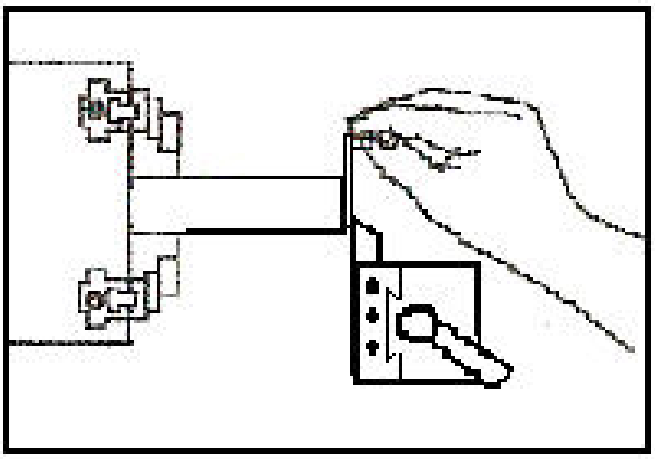

Рисунок 2.
12. Поместите между инструментом и деталью лист бумаги. Аккуратно подведите инструмент как можно ближе к детали так, чтобы не зажать бумагу (рисунок 2).